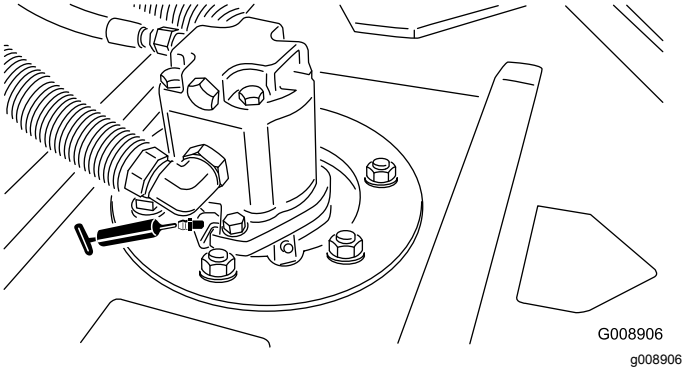

**Figur 55**
- Klippenhetens spindelaxellager (2 per klippenhet) (Figur 55)